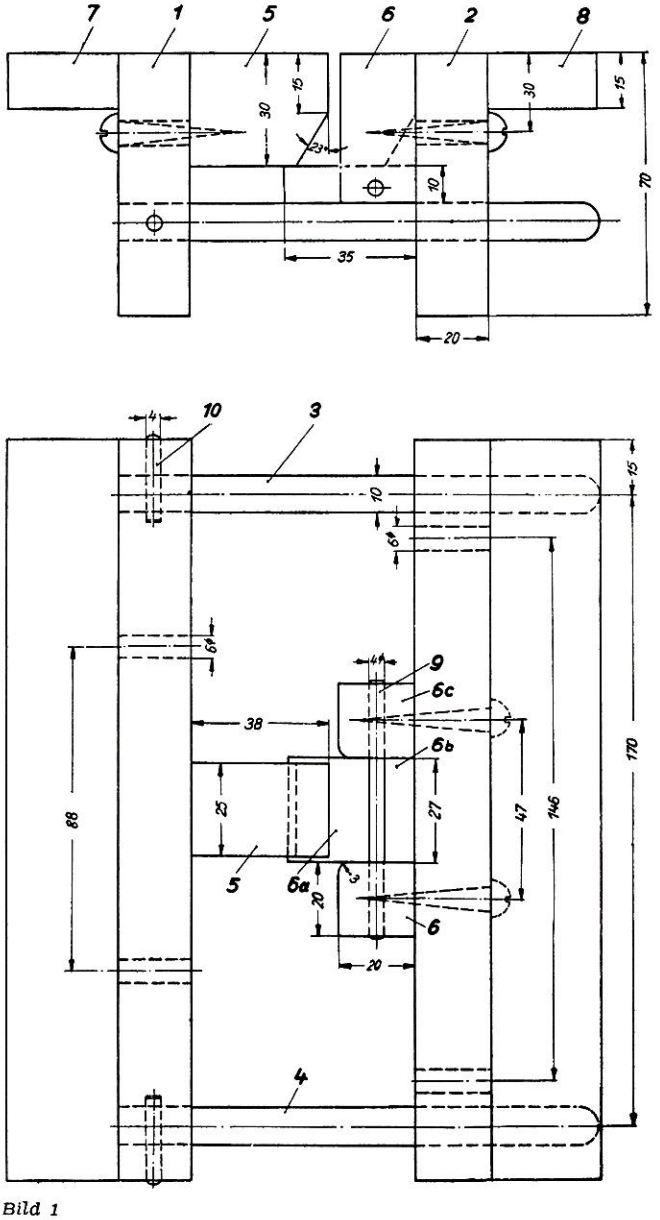

Bild 1
Die Preßform nach Bild 1 besteht aus dem zweiteiligen Grundgestell 1 und 2, den beiden Führungsstiften 3 und 4, dem Stempel 5 und der Matrize 6. Nach dem Anleimen der Auflageleisten 7 und 8 an das Grundgestell werden die beiden Teile 1 und 2 mit Schraubzwingen zusammengeklemmt und die Löcher für die Führungsstifte gebohrt. Im Teil 1 müssen die Führungsstifte strammsitzen, während sie im Teil 2 gut gleiten sollen. Für die Stifte wird gezogenes Rundmaterial, Stahl oder Dural von 10 mm ∅ verwendet. Die beiden Grundgestellteile sollen dann auf den Führungsstiften leicht gegeneinander verschiebbar sein. Es ist von Vorteil, wenn zwischen diesen beiden Teilen auf den Führungsstiften Druckfedern sitzen, welche die Preßform auseinander drücken. Sie brauchen nicht allzu hart zu sein. Eine Drahtdicke von 2 mm ∅ genügt. An dem Grundgestell werden der Stempel und die Teile der Matrize mit Senkkopfholzschrauben befestigt. Das Gestell findet für alle zu pressenden Teile Verwendung und braucht also nur einmal vorhanden zu sein. Der Stempel und die Matrize werden dann zu einer anderen Verformung ausgewechselt, wie sie etwa zum Pressen des Wagenunterteiles oder des Daches erforderlich ist. Die Arbeitsgänge sind nämlich immer die gleichen.
Bild 1 Schon während unserer Fahrt nach Tanneck erleben wir aus dem fahrenden Zuge, der von einer Lokomotive der Baureihe 23 gefördert wird, die Schönheit der Landschaft. Auf einer kurvenreichen elektrisch betriebenen Bergstrecke erkennen wir einen Personenzug mit einer E 44 an der Spitze.
- Bild 1 Schon rein äußerlich merkt man es der neuen 24er an, daß sie viel besser als ihre bisherige Schwester ausschaut, und das nicht nur, weil sie eine modellmäßige Heusinger-Steuerung besitzt! Achten Sie bitte auch auf solche Einzelheiten, wie die zahlreichen Kesselarmaturen und das Laufrad-Schutzblech.